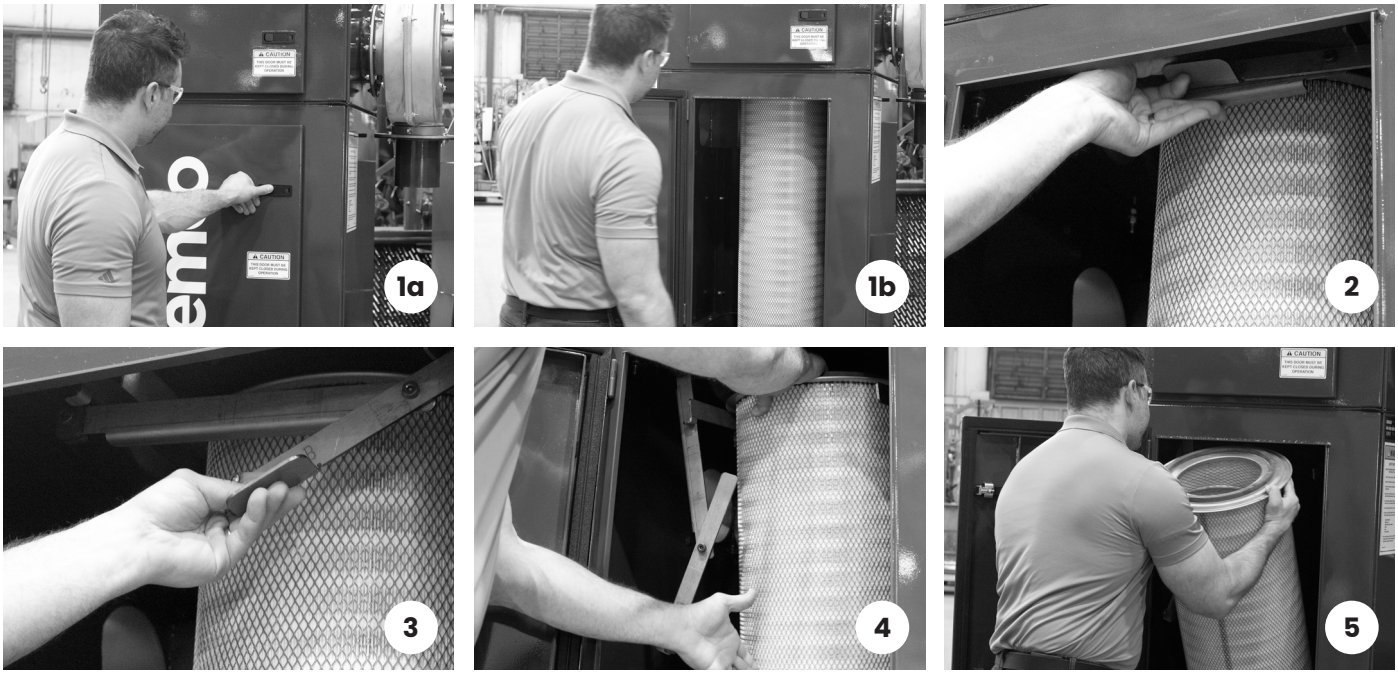

FIGURE 7
2.8 Install/Change Filter Cartridge — Figure 7